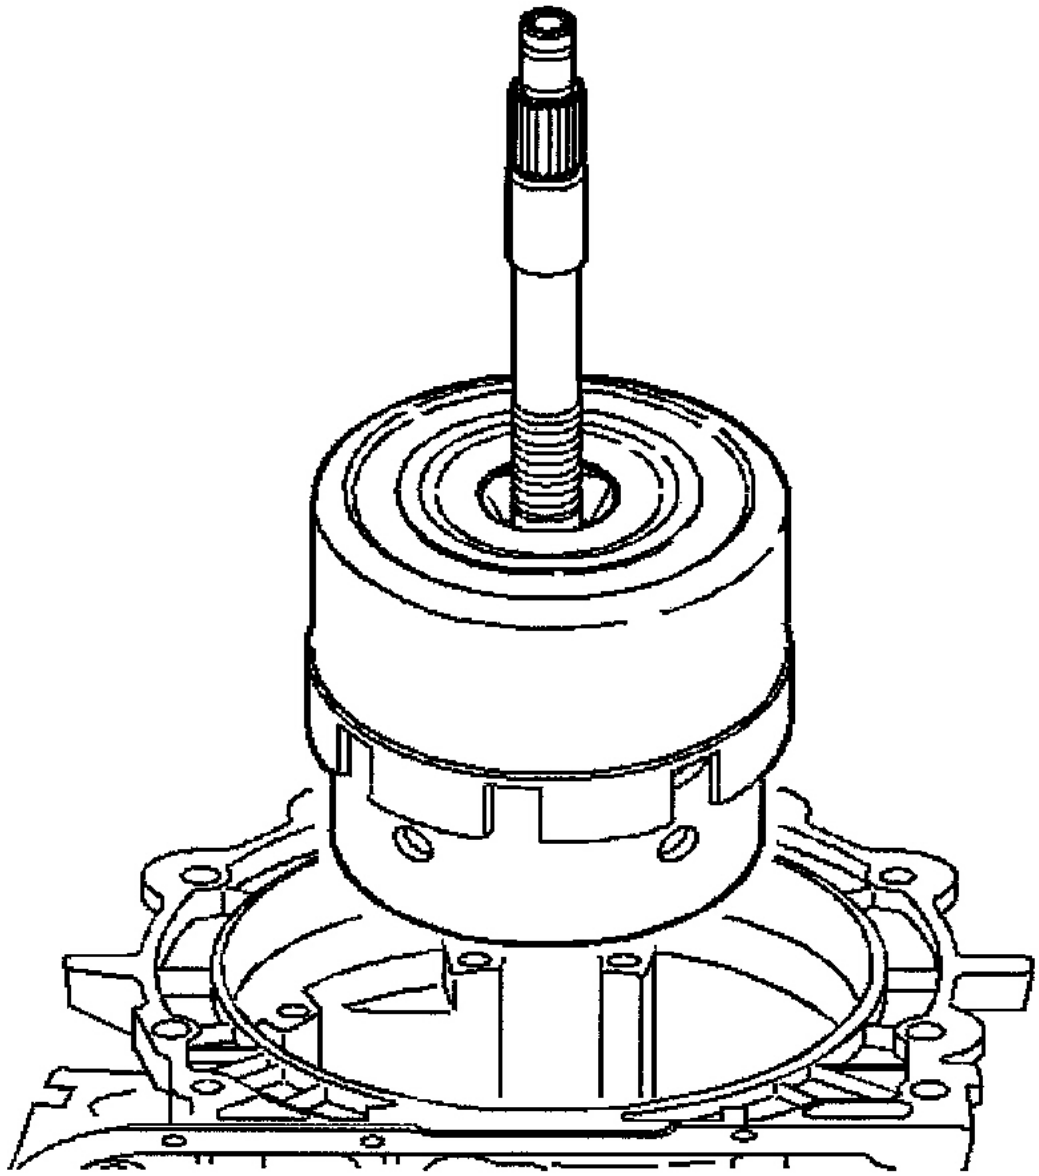

Fig. 81: Installing Reverse & Input Clutches Into Transmission Case
2. Install reverse and input clutch assemblies in transmission case as an assembly. Align 3-4 clutch plates of input assembly with input internal gear. Assembly is fully seated when reverse input clutch housing is just below oil pump face of case. See **Fig. 81** .